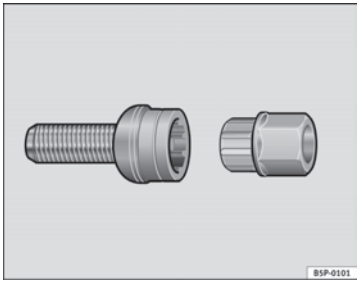

Fig. 161 Anti-theft wheel bolt
- Insert the adapter onto the wheel bolt and push it on as far as it will go ⇒ fig. 161.